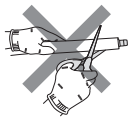

Fig. 1
2) Retirez le bouchon de vidange du côté arrière droit de l'unité interne. (Fig. 1)
- Ne coupez pas le tuyau de vidange de l'appareil. (Fig. 1)
1) Coupez correctement le tuyau de cuivre avec un coupe-tuyaux. (Fig. 1, 2)